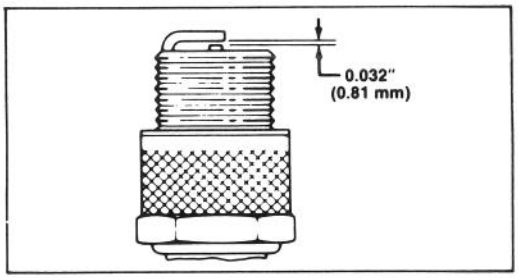

Abbildung 11
3. Luftstrecke auf 0,81 mm einstellen (Abb. 11). Die auf korrekten Abstand eingestellte Zündkerze mit einer Dichtungsscheibe anbringen und auf 13,6 N-m anziehen.